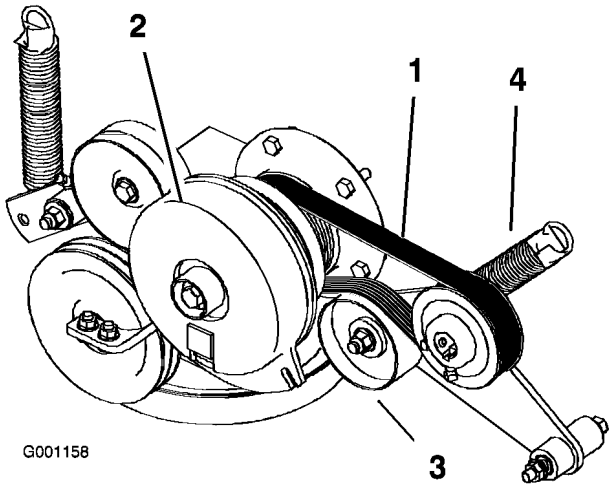

Figur 60
3. Fjern fjæren fra lederullarmen (Figur 60).
4. Legg den nye remmen rundt motorremskiven og hydropumpens remskive (Figur 60).
6. Monter fjæren på lederullarmen (Figur 60).